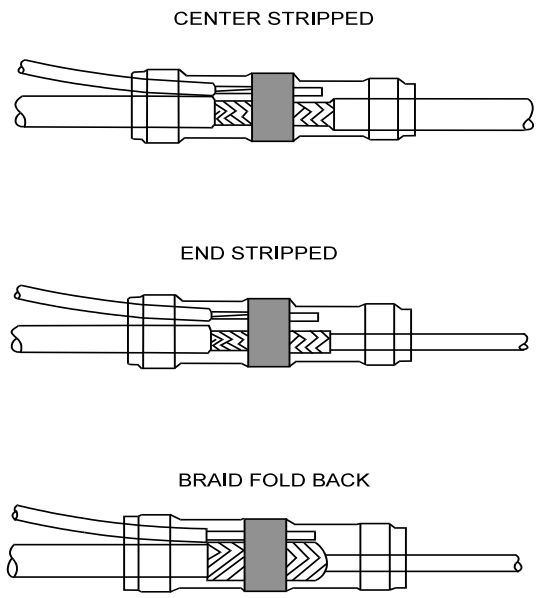

Figure 2-19
2. Assemble the cable, ground lead, and solder sleeve ensuring no strands protrude to puncture the sleeve, as illustrated in Figure 2-19. Note, the ground lead can enter the sleeve from either side.